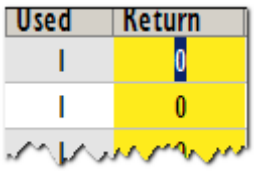

Fig 221
1. Click the “Returned quantity” cell (Fig 221) on the row corresponding to the resource that must be returned.
The quantity is highlighted inside the cell (Fig 221).